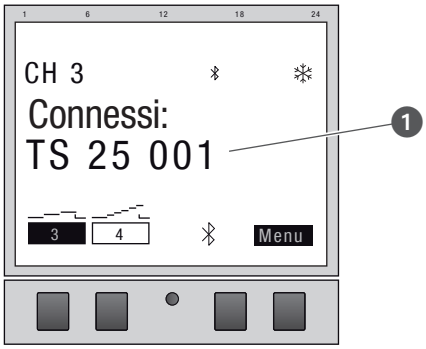

Fig. 24: L'estensione di canale è collegata all'interruttore orario
9. In presenza di collegamento attivo, l'estensione di canale indica il nome dell'apparecchio collegato (Fig. 24/❶).